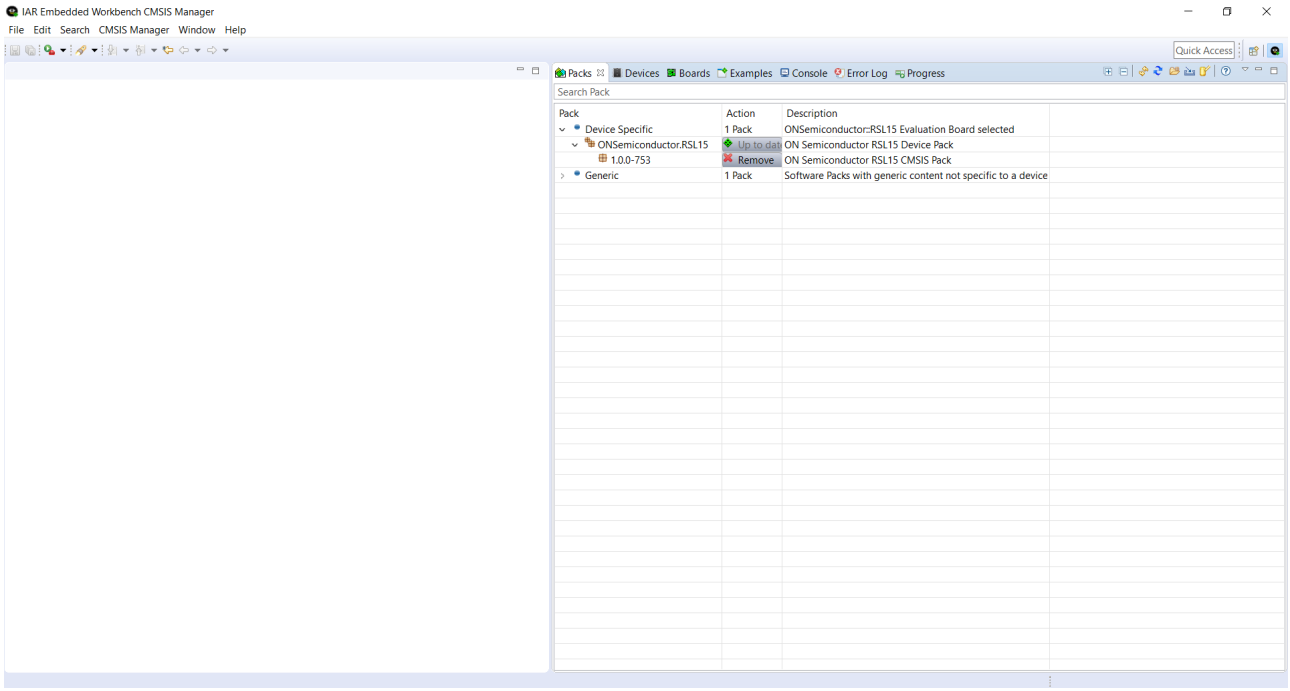

Figure 35. IAR Embedded Workbench CMSIS Manager after RSL15 CMSIS-Pack is Installed
6. In the **Devices** tab, expand **All Devices** > **ONSemiconductor** > **RSL15 Series**, and select **RSL15** from the list. The RSL15 CMSIS-Pack now appears in the list of installed packs in the **Packs** tab. Expanding **ONSemiconductor.RSL15** makes the **Pack Properties** tab display the details of the RSL15 CMSIS-Pack. The "IAR Embedded Workbench CMSIS Manager after RSL15 CMSIS-Pack is Installed" figure (Figure 35) illustrates what the **Pack Manager** perspective looks like after installation.